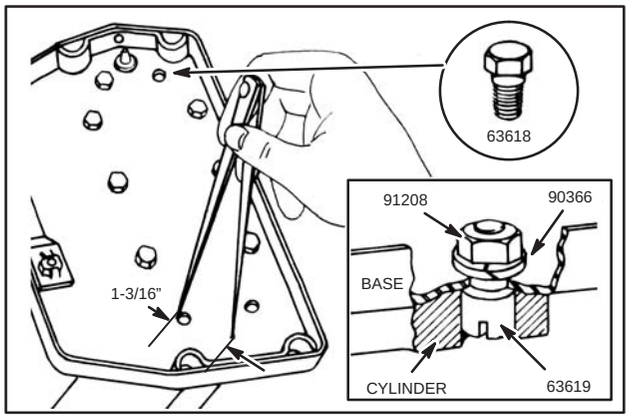

Fig. 169 – ALIGNING MODEL "WMG" GENERATOR
Loosen cap screws 1 to 10 and remove screws 1, 6, and 10. Replace No. 6 cap screw with new shoulder screw, Part #63918 (NLA), then install new dowel pin, Part #63919 (NLA), at No. 11 after doing the following: Spread a divider to 1-3/16", Fig. 169. With divider point at the farther side first of No. 1 hole, scratch two (2) arcs to intersect as shown in Fig. 169, at No. 11. Prick punch at intersection of arcs and drill a 11/32" hole through the base for No. 11 hole.